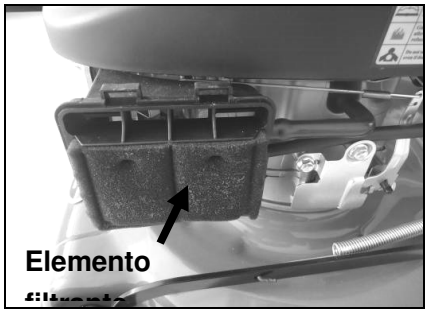

Fig.10B
3. Lave el elemento filtrante en agua con jabón. (Fig.10B) **¡NO USE GASOLINA!**